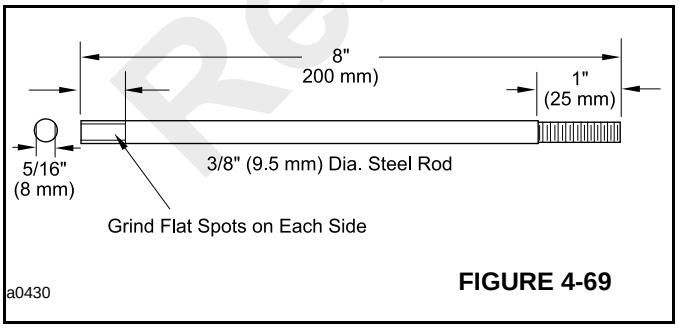

FIGURE 4-69
- Alignment studs (2) - Figure 4-69.